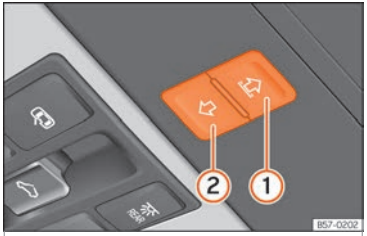

Fig. 105 On the interior roof lining: sunshade blind buttons.
Buttons ››› Fig. 105 ① and ② have two levels. The first level opens or closes the sun blind fully or partially.
- *Sun blind:* within approximately 5 seconds of activating the roll-back function, press and hold button ››› Fig. 105 ② until the blind is fully closed.